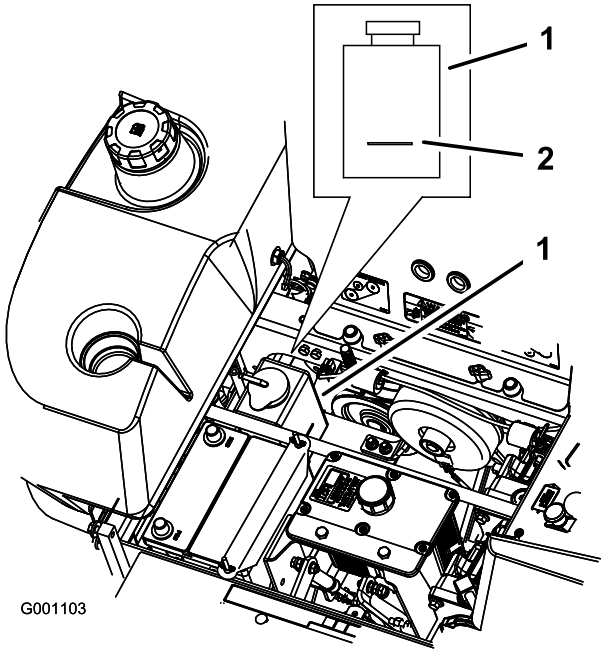

Figur 64
3. Kontroller, at motorkølervæsken ikke løber over. Væskestanden skal nå op til mærket på beholderens yderside (Figur 64).
4. Hvis kølervæskestanden er lav, skal du tilføre en 50/50-blanding af antifrostopløsning med forlænget levetid/Dex-Cool® og vand i beholderen (Figur 64).
5. Hæld 50/50-kølervæskeblandingen i beholderen, og fyld op til indikatorlinjen på beholderen (Figur 64).